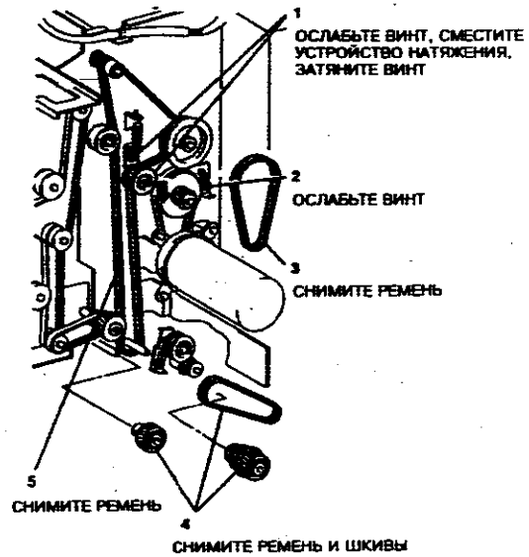

**Рисунок 3. Снятие приводных ремней транспортера**
4. (Рисунок 3) Снимите приводные ремни транспортера.